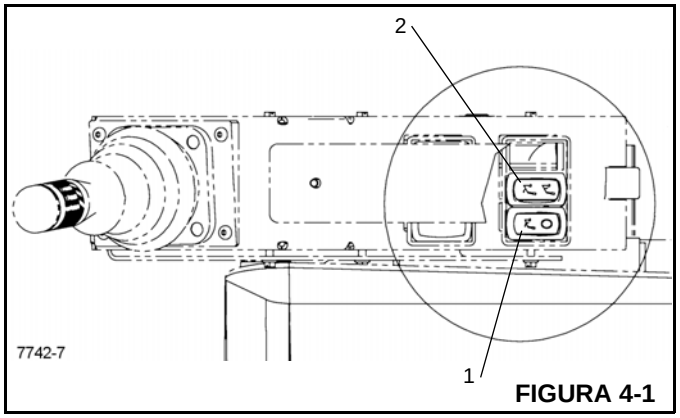

FIGURA 4-1
As chaves do jib oscilante estão localizadas no apoio de braço direito. Cada chave tem duas posições. A chave de alimentação (1) (Figura 4-1) ativa a chave momentânea RAISE/LOWER (ELEVAR/ABAIXAR) (2) que energiza um solenoide para elevar ou abaixar o jib quando está na posição ON (LIGADA).